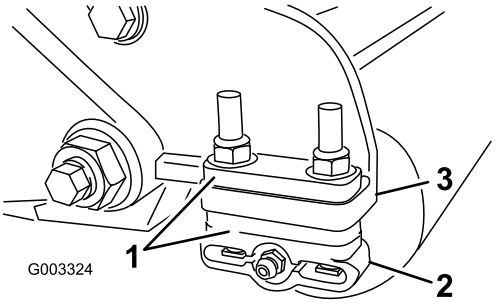

Figura 11
1. Ajuste los soportes del rodillo trasero (Figura 11) al intervalo de alturas de corte deseado colocando la cantidad necesaria de espaciadores debajo de la brida de montaje de la chapa lateral (Figura 11), según lo indicado en la Tabla de alturas de corte.